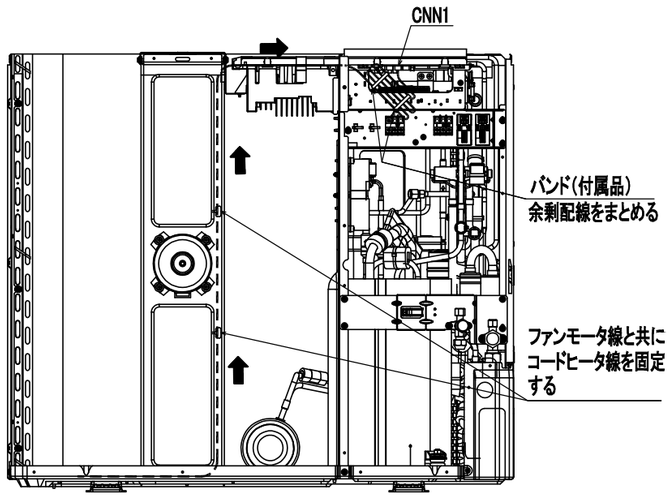

図7. FDCZP805、FDCVP805
①コードヒータの余り（非発熱部2.2m）は、モータブラケットに沿って立ち上げ、引き回しをしてください。（図7）
基板のCNN1コネクタに差し込んでください。（図7、9）
③余ったコードヒータはコントローラ近傍で付属のバンドで固定してください。（図7）